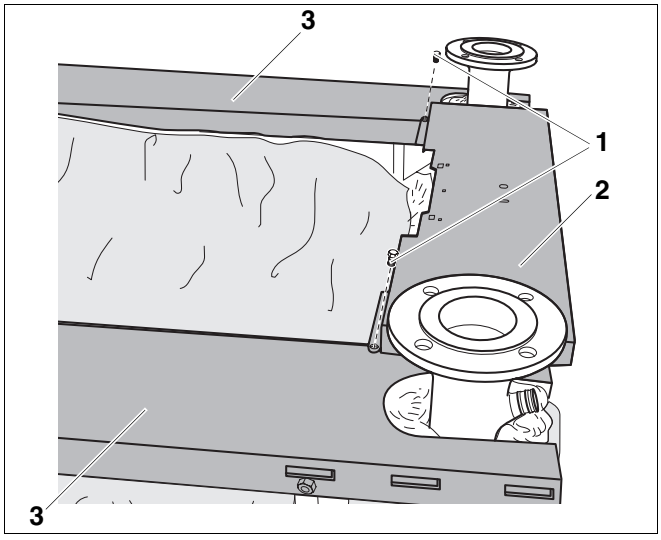

Afb. 71 Voorste ketelafdekkap monteren
- Plaats de voorste ketelafdekkap (afb. 71, **pos. 2**, ommanteling Pack A) en bevestig ze met twee schroeven met vlakke kop 3,9 × 9,5 (afb. 71, **pos. 1**) aan de zijdelingse ketelafdekkappen (afb. 71, **pos. 3**).